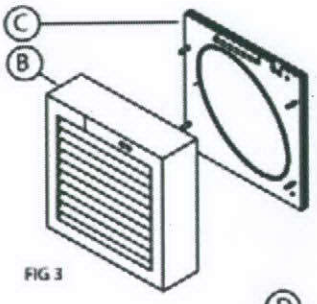

FIG 3
4.3 Separate the fan body (B) from the inner clamp plate (C). (FIG 3)
5.3 Separate the fan body (B) from the inner clamp plate (C). (FIG 3)